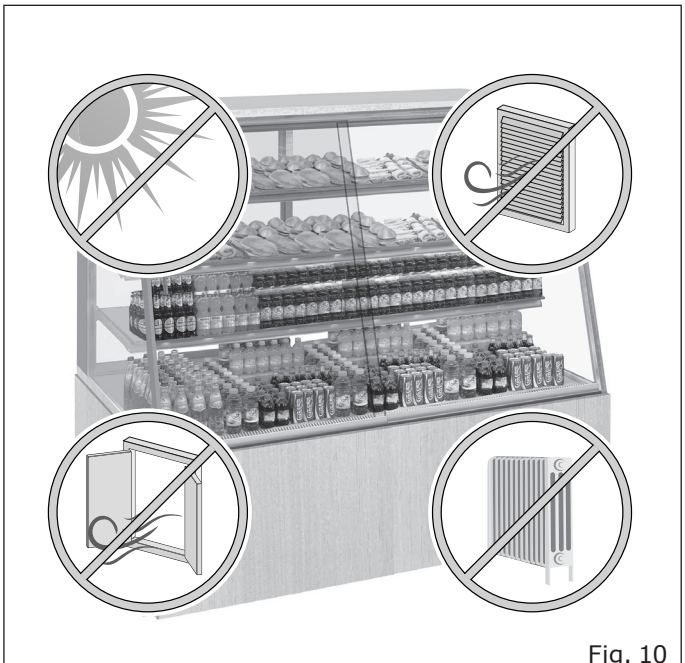

Fig. 10
- Longe de fontes de calor, da radiação direta do sol, de portas, janelas, ventiladores e bocas de ventilação ("Fig. 10").